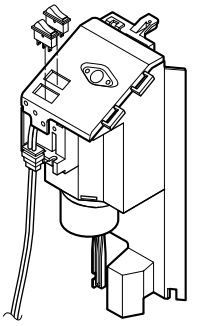

Figure 28
4. Remove the rocker switch.(See Figure 28)